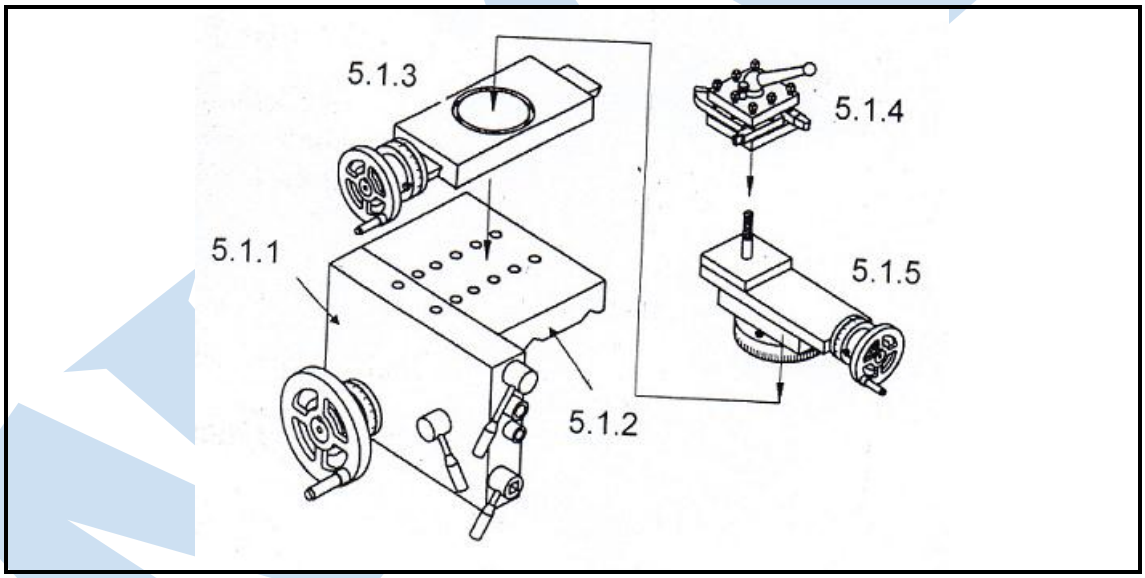

FIGUUR 4 (5)
5.1 Die slee wat in FIGUUR 4 getoon word bestaan uit VYF verskillende komponente. Benoem die komponente wat gemerk is deur slegs die antwopord langs die vraagnommer (5.1.1–5.1.5) in die ANTWOORDBOEK neer te skryf.